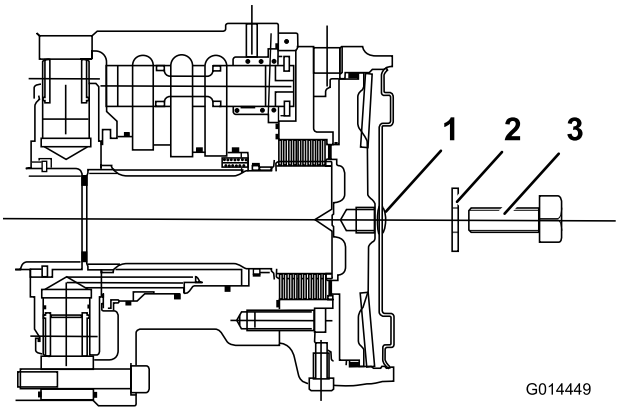

Figuur 42
4. Steek een M12 x 40 mm lange stelschroef met ring in het gat in het midden van de zijkant van de motor (Figuur 42).
5. Draai de stelschroef vast in het draadgat in de remzuiger totdat de rem is uitgezet (Figuur 42).
6. Ga naar de remschijf op de linker voorwielmotor en herhaal bovenstaande procedure (Figuur 42).